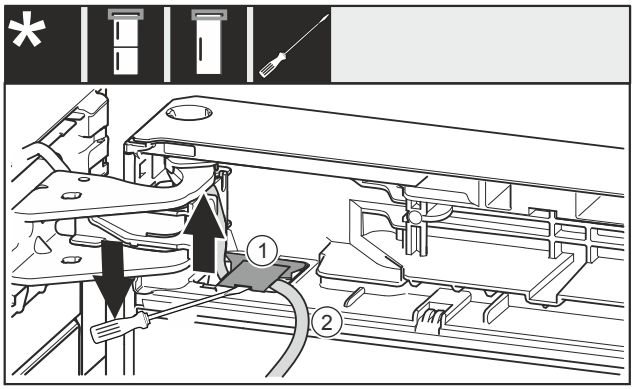

*Fig. 15*
- ▶ Met een platte schroevendraaier de afdekking *Fig. 15 (1)* optillen en wegtrekken.
- ▶ Kabel *Fig. 15 (2)* uittrekken.